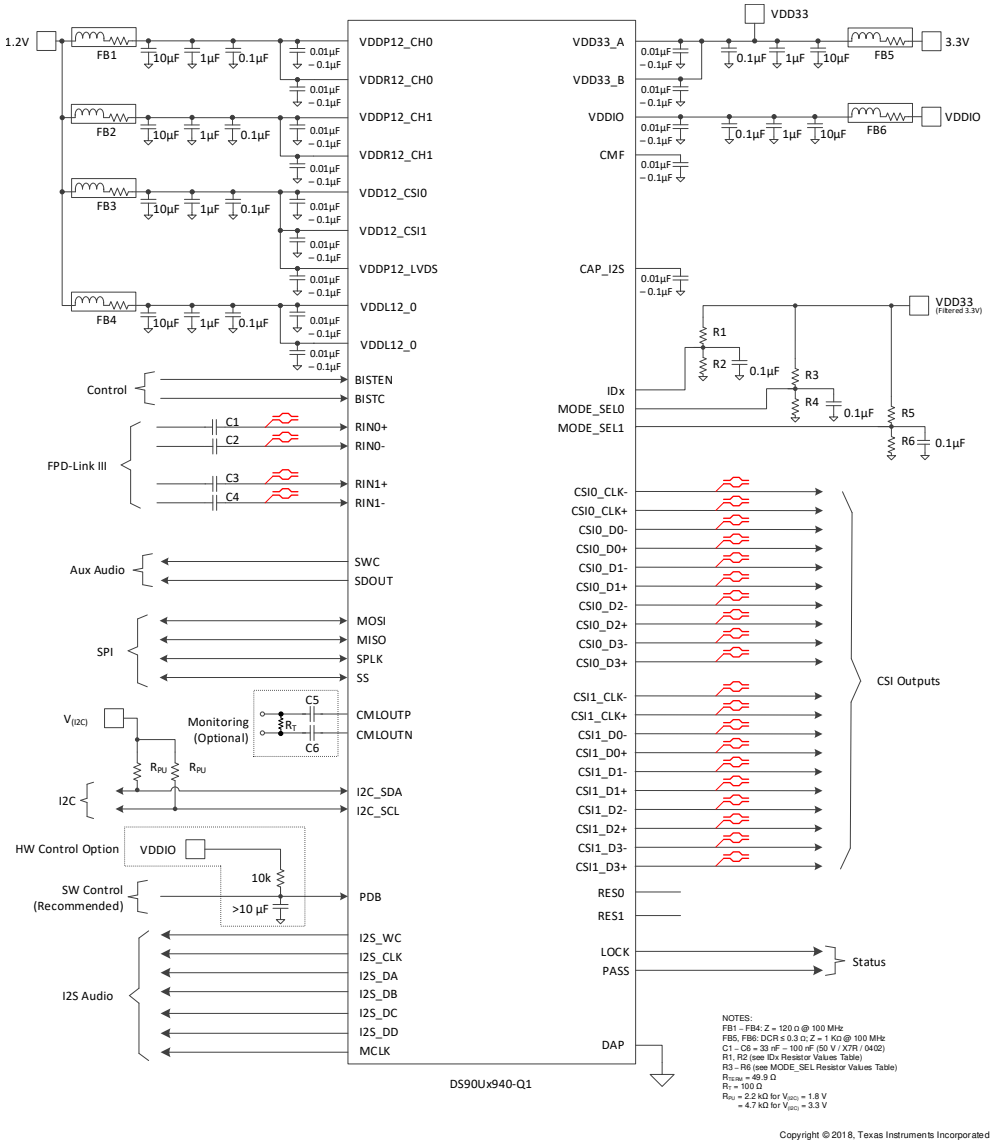
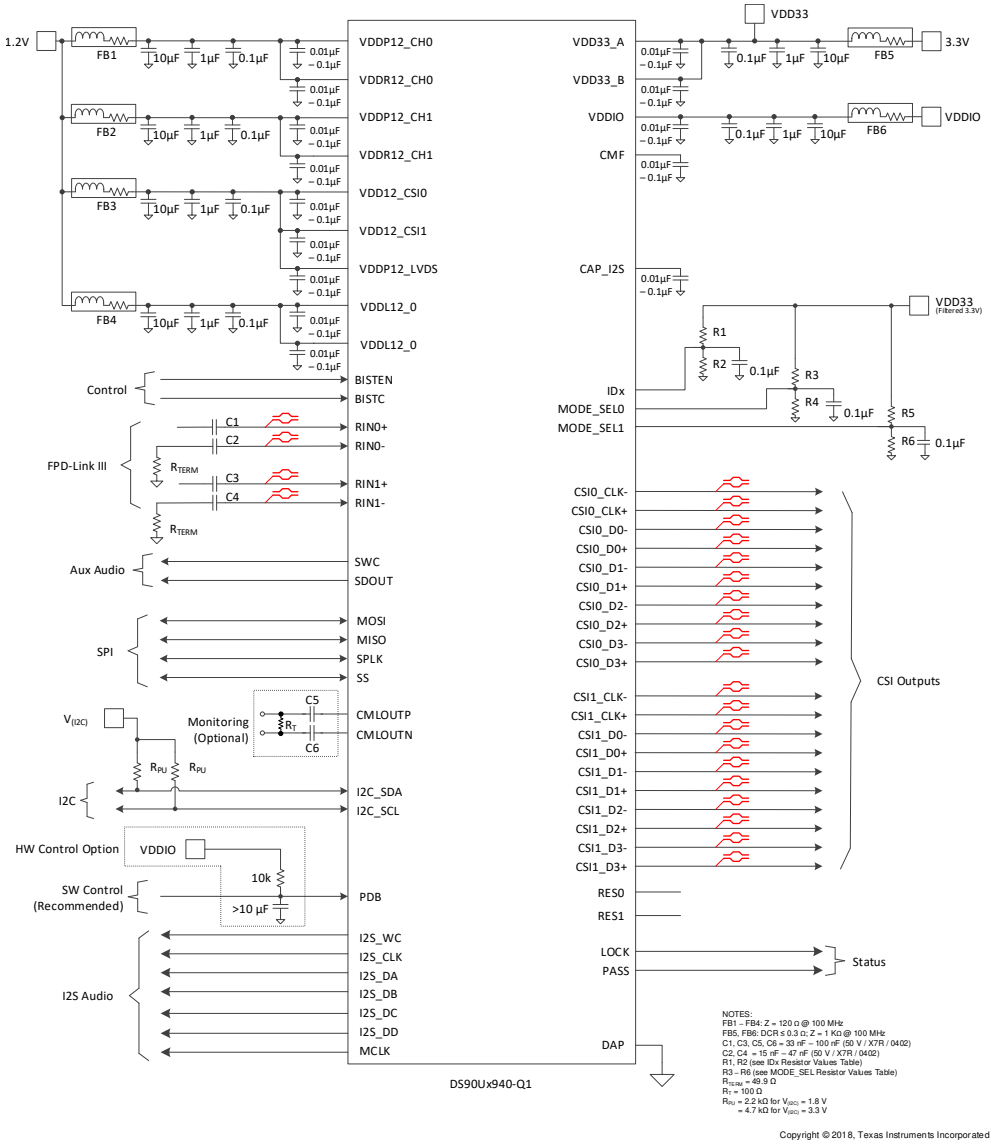

Figure 37. Typical Connection Diagram (STP)
Figure 38. Typical Connection Diagram (Coax)
Bypass capacitors must be placed near the power supply pins. At a minimum, use four (4) 10-µF capacitors for local device bypassing. Ferrite beads are placed on the two sets of supply pins (VDD33 and VDDIO) for effective noise suppression. The interface to the graphics source is LVDS. The VDDIO pins may be connected to 3.3 V or 1.8 V. A capacitor and resistor are placed on the PDB pin to delay the enabling of the device until power is stable. See Figure 37 for a typical STP connection diagram and Figure 38 for a typical coax connection diagram.